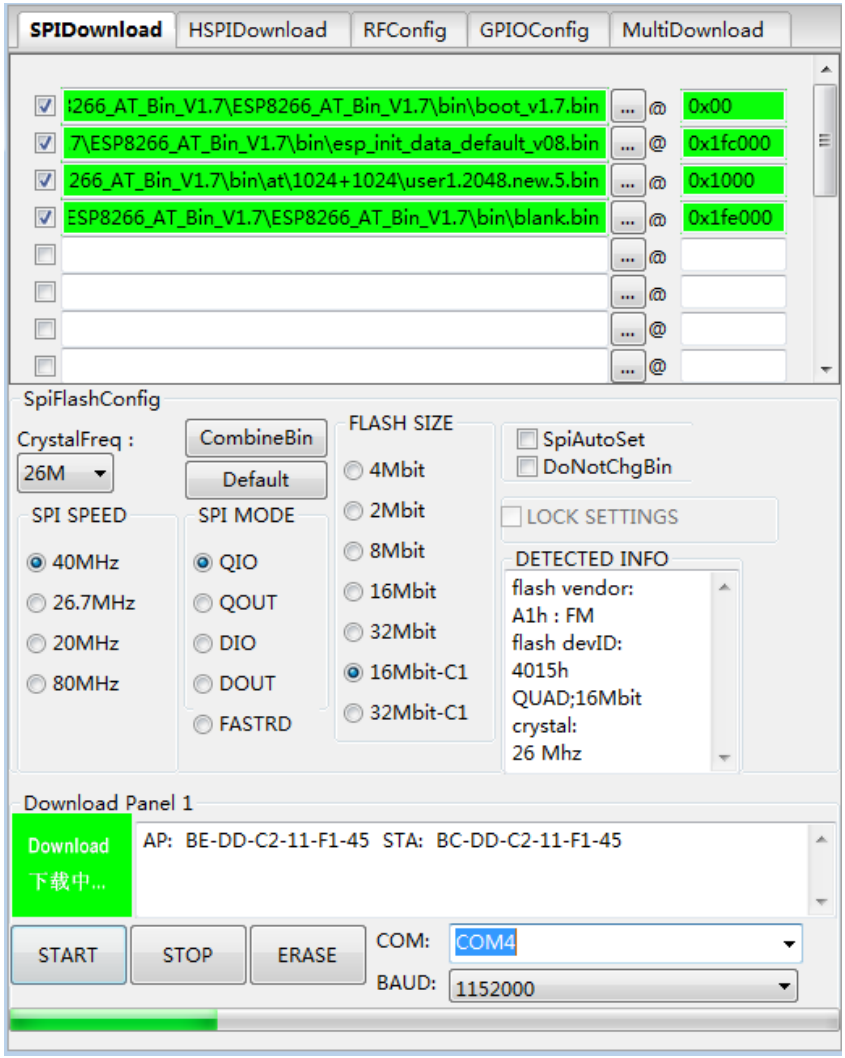

图 4-9. 正在下载
9. 下载过程中，下载工具会读取 flash 的信息和芯片的 MAC 地址，如图 4-9 所示。